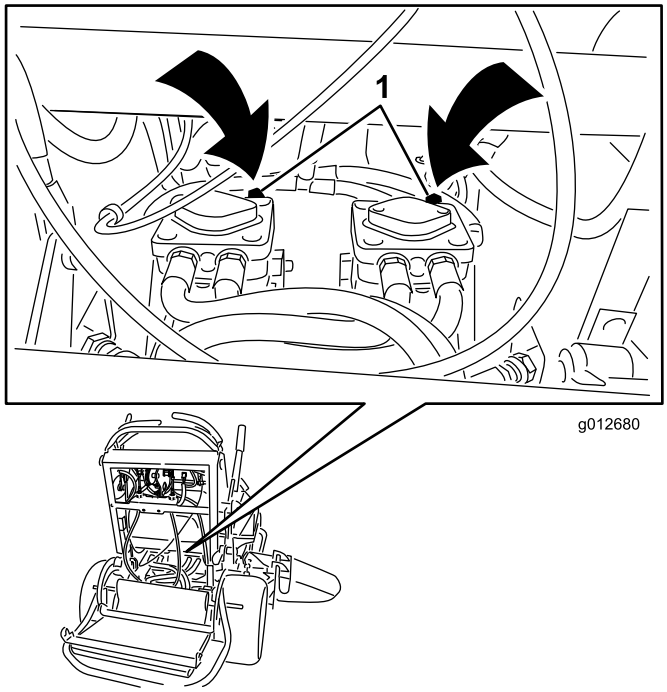

Figura 25
3. Aprite la valvola di bypass su entrambe le pompe facendole ruotare in senso antiorario di 1 o 2 giri. Il fluido idraulico bypassa quindi le pompe, consentendo alle ruote di girare (Figura 25).